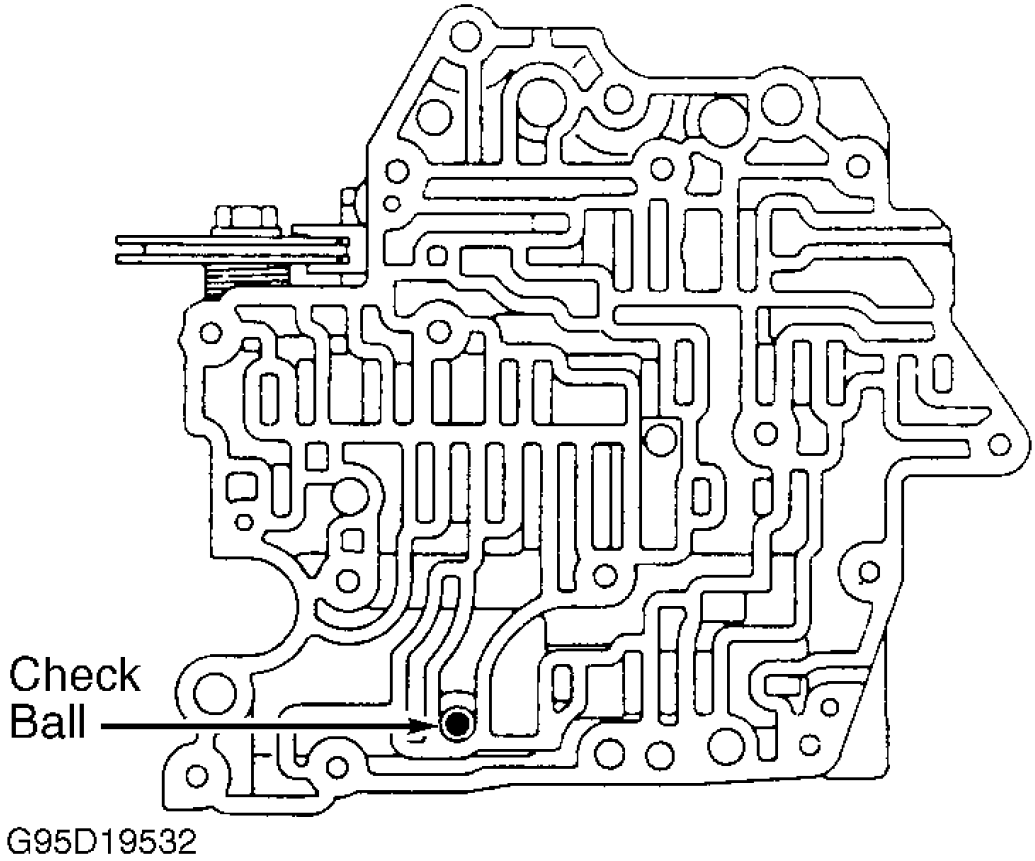
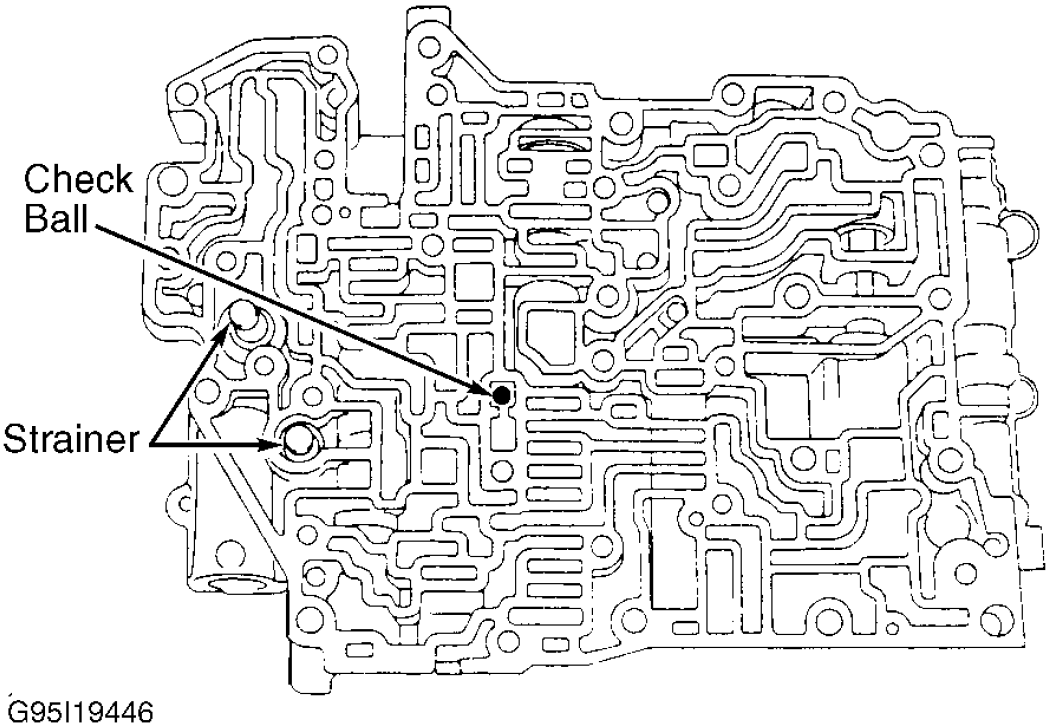
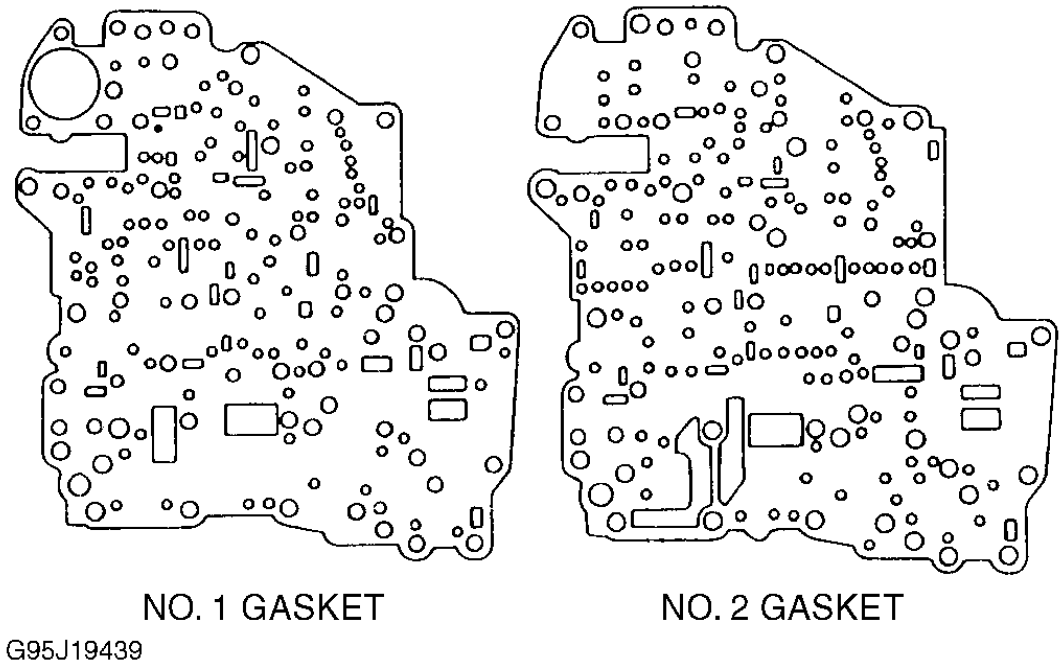

Fig. 45: Locating A-541E Upper Valve Body Check Balls
Fig. 46: Locating A-541E Lower Valve Body (Top) Check Balls
Fig. 48: Identifying A-541E Valve Body Gaskets
1. Install check ball and vibrating stopper to upper valve body. See **Fig. 45** . Install oil strainers and check ball to lower valve body (top). See **Fig. 46** . Position No. 1 gasket against upper valve body. See **Fig. 48** . Place separator plate and No. 2 gasket on No. 1 gasket.